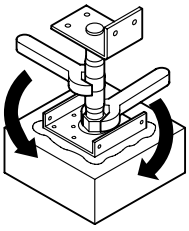

図4-3
❷プライマーを塗布したところに接着剤を塗布してください。
❸ヘラで接着剤をならして、束調整金具を接着してください。
❹図4-3のように調整金具の各々のレベル調整を行ない、シャフトに組付いている六角ナットを締めて固定してください。